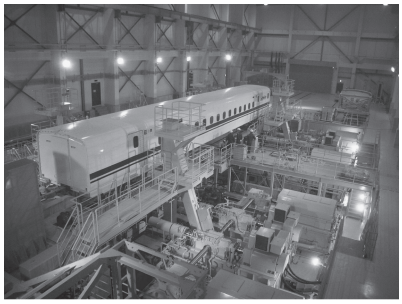
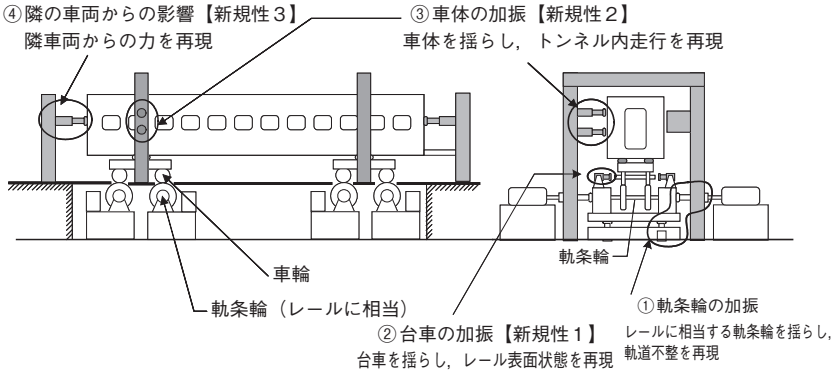

図1　車両走行試験装置の全景
図2　機能と新規性
実物大の試験車両を設置した状態の全景を**図1**に示す．台車はレールに相当する部分を輪にした軌条輪（きじょうりん）上で実際に回転させ，両側（2台車分）の装置を使って車両を揺らして試験を行う．具体的には，**図2**に示すように，①軌条輪を揺らして，走行時における，軌道の直線に対する狂いを再現，②台車を揺らして，レールの表面の小さな凸凹（おうとつ）を再現，③車体を揺らして，トンネル内の空気力による揺れを再現，④隣の車両からの力を再現，など，ドクターイエローで実際に取得した東京～新大阪間の線路状態など実際のフィールドデータを装置に入力し,軌条輪や台車,車体を揺らすなどして定置で車両1両の本線高速走行を再現する．